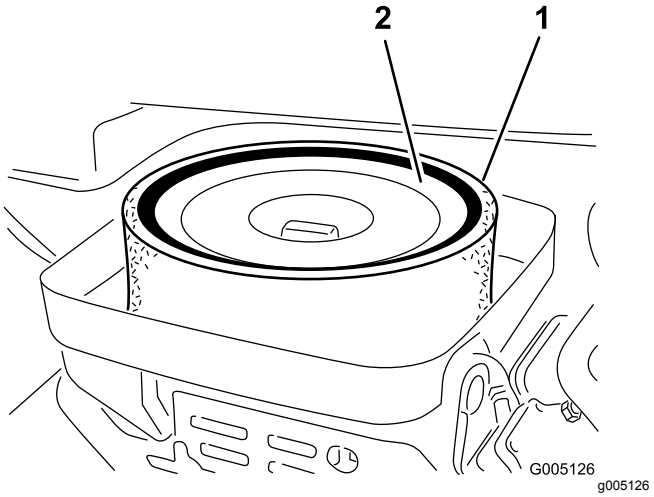

Figur 46
4. Hvis skumindsatsen er snavset, skal det fjernes fra papirindsatsen (Figur 46). Rengør det grundigt som følger: